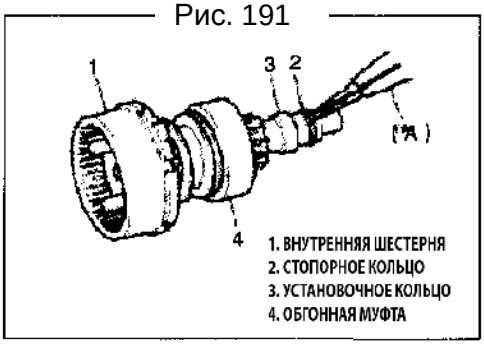

Рис. 192
7) Снимите стопорное кольцо и снимите установочное кольцо, обгонную муфту и зубчатое кольцо (Рис. 192).